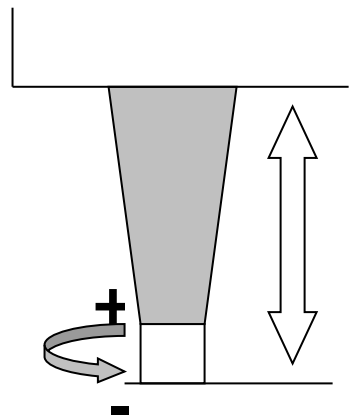

Abb. 5.1.2: Darstellung der Höhenverstellung der Füße
5.1.2 Place the device absolutely level. For models with a storage container, use the adjustable feet to level the device (see Fig. 5.1.2). Then create a slight slope towards the back by adjusting a maximum height difference of 5 mm between the front and rear feet. **Do not change the level adjustment across the width of the device!**